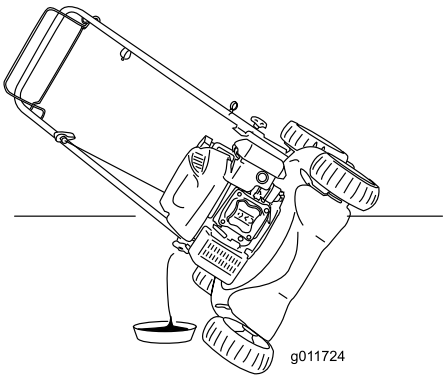

Figur 21
5. Tippa gräsklipparen på sidan (med oljestickan nedåt) för att tömma ut den använda oljan genom påfyllningsröret (Figur 21).